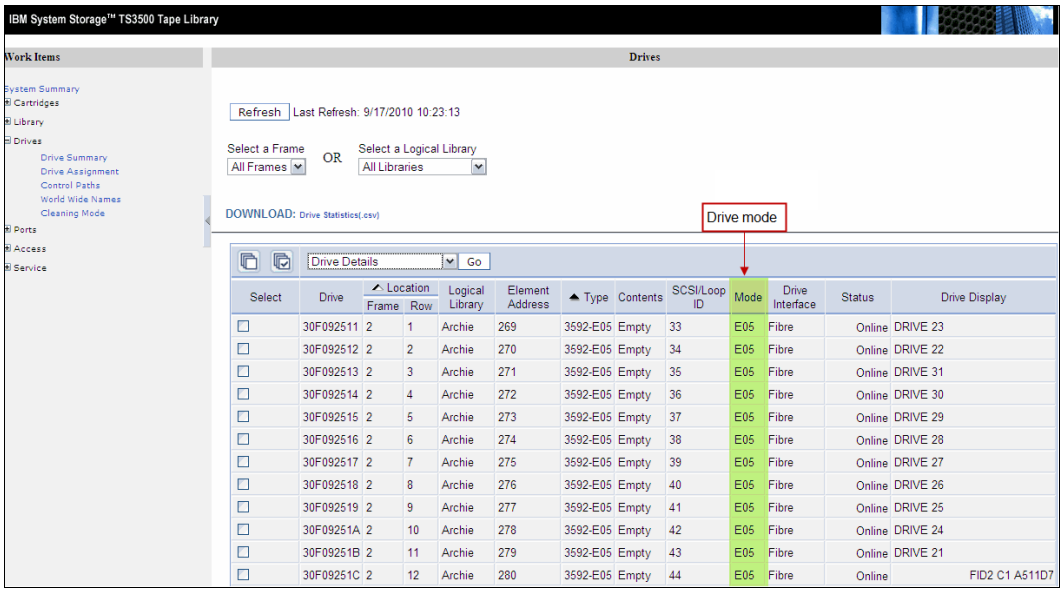

Figure 11-9 Checking drive mode
1. Check the drive mode by opening the Drives summary window in the TS3500 tape library GUI, as shown in Figure 11-9. Review the Mode column. This column is displayed only if drives in the tape library are emulation-capable.